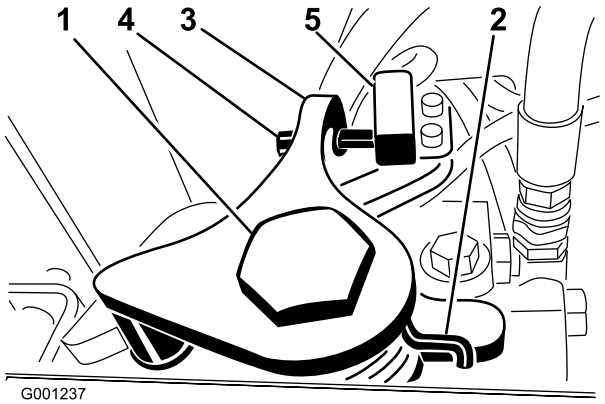

Figur 56
3. Løsn holdeskruen modsat traktionsjusteringsknasten (Figur 56).
7. Juster skruen på returneringsarmen til neutral (Figur 56), indtil afstanden mellem enden af skruen og kontakten er 2–3 mm.